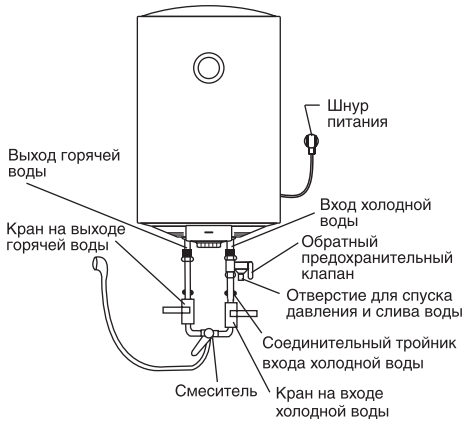

**Рис. 5**
5. Если необходимо реализовать многоканальную систему водоснабжения, используйте способ соединения (*см. рис. 5 и 6*).